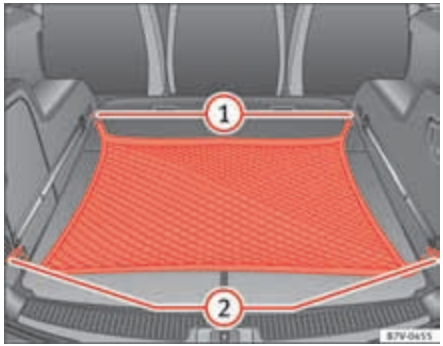

Fig. 106 In the luggage compartment: net used on secured baggage.
- Hook the baggage net into the fastening rings ⇒ fig. 106 (1) and (2).
- Carefully unhook the baggage net hooks from the fastening rings ⇒ fig. 106 (1).
- Carefully unhook the baggage net hooks from the fastening rings ⇒ fig. 106 (2).